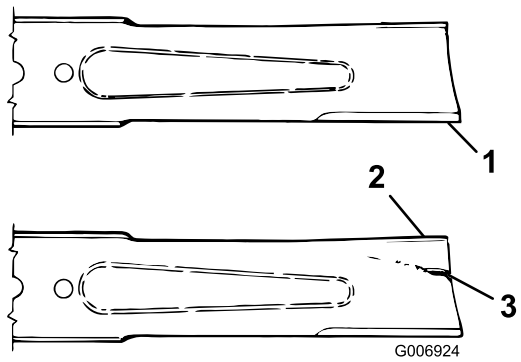

Figur 66
3. Undersøk kniveggene nøye, særlig der de flate og bøyde delene av kniven møtes (Figur 66).
4. Skift ut knivbladet hvis du oppdager slitasje (Figur 66). Se Vedlikeholde knivplanet (side 50).